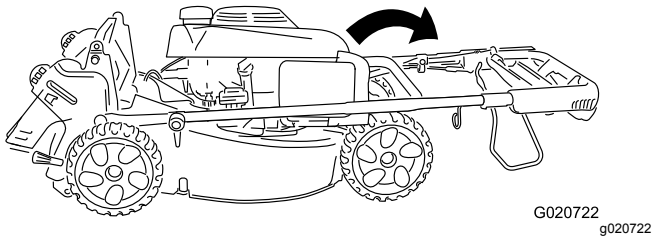

Bild 19
2. Drehen Sie den Griff nach vorne (Bild 19).